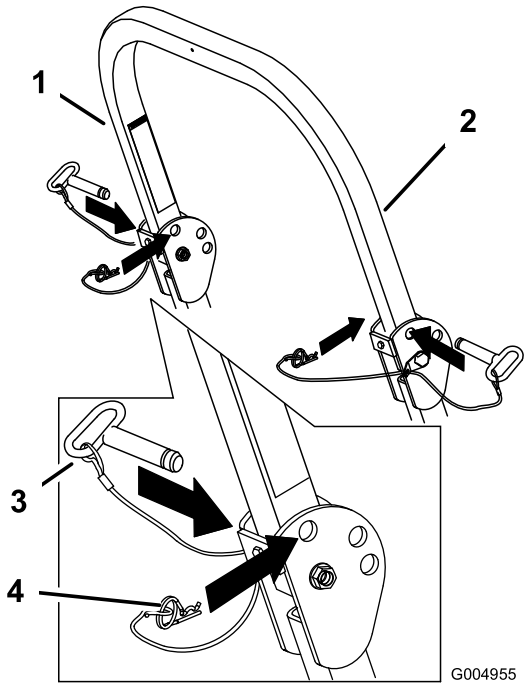

Figure 7
1. Retirez les goupilles fendues puis les deux axes (Figure 7).
3. Posez les deux axes et fixez-les avec les goupilles fendues (Figure 7).
4. Pour relever l'arceau de sécurité, retirez les goupilles fendues puis les deux axes (Figure 7).
5. Relevez complètement l'arceau de sécurité puis insérez les deux axes et fixez ces derniers avec les goupilles fendues (Figure 7).